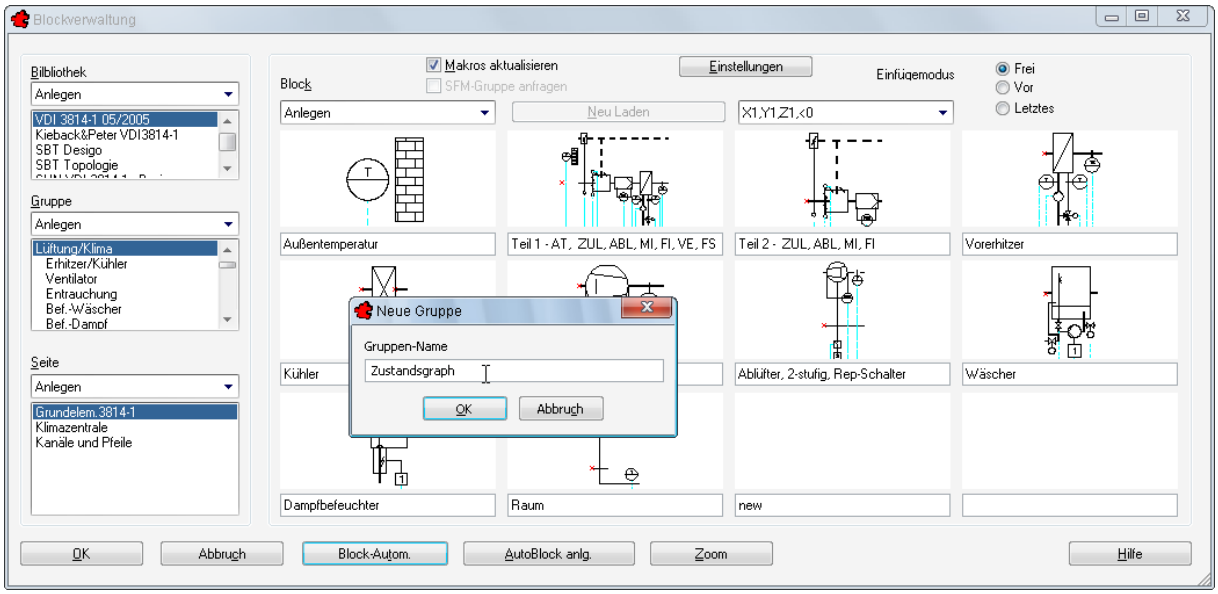

Bild 25.37 – Eine neue Gruppe für Zustandsgraphen wird angelegt
- Rufen Sie nun die *Blockverwaltung* auf. Legen Sie eine neue *Gruppe* an und nennen Sie sie **Zustandsgraph** (Abb. 25.37).